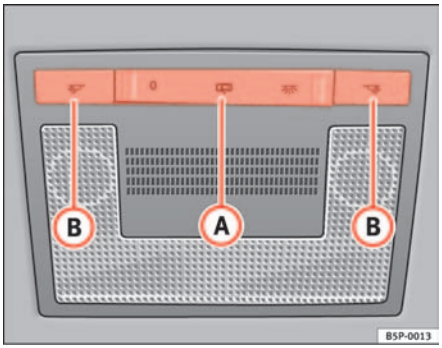

Fig. 79 Detail of the roof: Front reading light
The switch ⇒ fig. 79 (A) is used to select the following positions:
Push the switch to the position O ⇒ page 117, fig. 79.